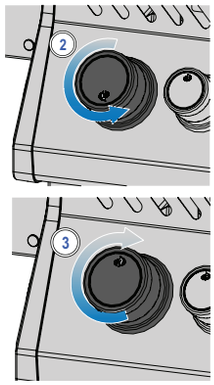

Fig. 1
4. Se il pilota e il bruciatore non si accendono entro 5 secondi, ruotare la manopola di comando in senso orario in posizione OFF. Attendere 5 minuti che il gas si disperda. Ripetere i passaggi 2 e 3, oppure accendere con un fiammifero. (Fig. 1).
5. Se il bruciatore non si accende, ruotare la manopola di comando del bruciatore in senso orario in posizione OFF. Attendere 5 minuti. Ripetere i passaggi 3 e 4. (Fig. 1)